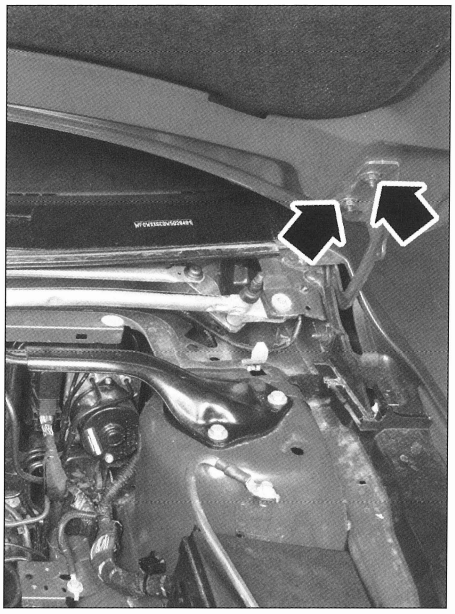

FIG. 17
• Desmontar los tornillos de fijación del capó **(fig. 17)** de los 2 lados.